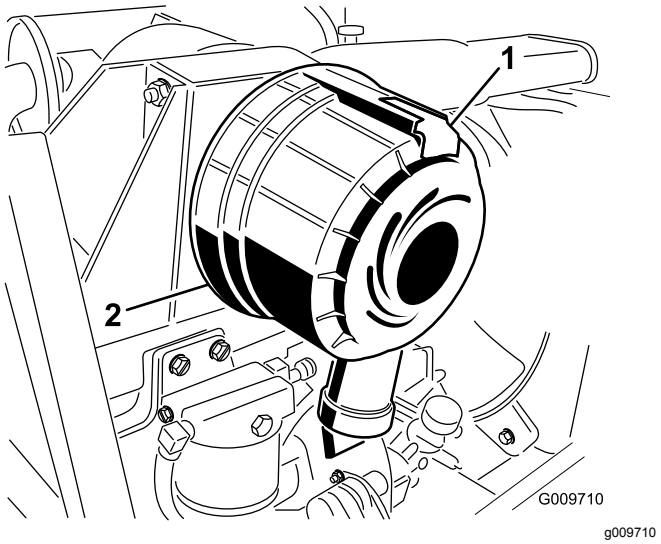

Figur 55
1. Dra ut spärren och vrid luftrenarkåpan motsols (Figur 55).